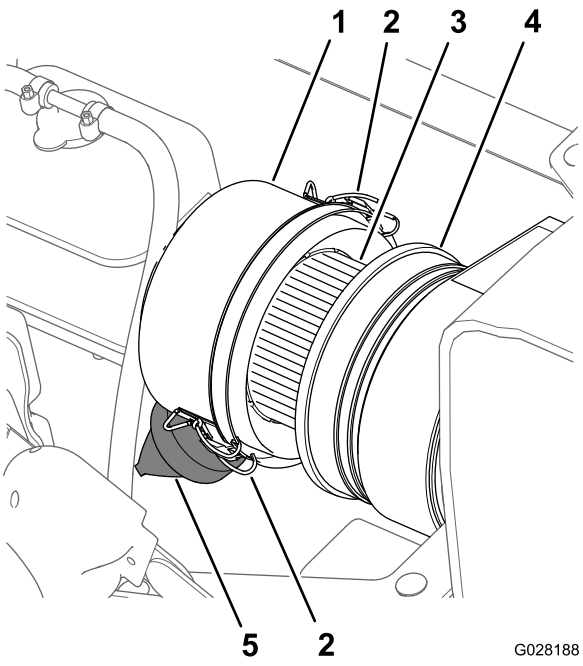

Figura 71
3. Limpe o tampão antipoeira e o corpo do filtro de ar (Figura 71).
4. Verifique se existe algum dano no corpo do filtro de ar que possa provocar uma fuga de ar (Figura 71).
5. Aperte a válvula do pó para a limpar de sujidade, pó e detritos (Figura 71).
7. Verifique se o elemento do filtro de ar tem acumulação excessiva de pó, sujidade e detritos (Figura 71).
8. Instale o tampão antipoeira no corpo do filtro de ar e fixe o tampão com os 2 trincos (Figura 71).
2. Limpe o tampão antipoeira e o corpo do filtro de ar (Figura 71).
6. Limpe o interior do tampão antipoeira, do corpo do filtro de ar e da válvula antipoeira com um trapo húmido (Figura 71 e Figura 72).